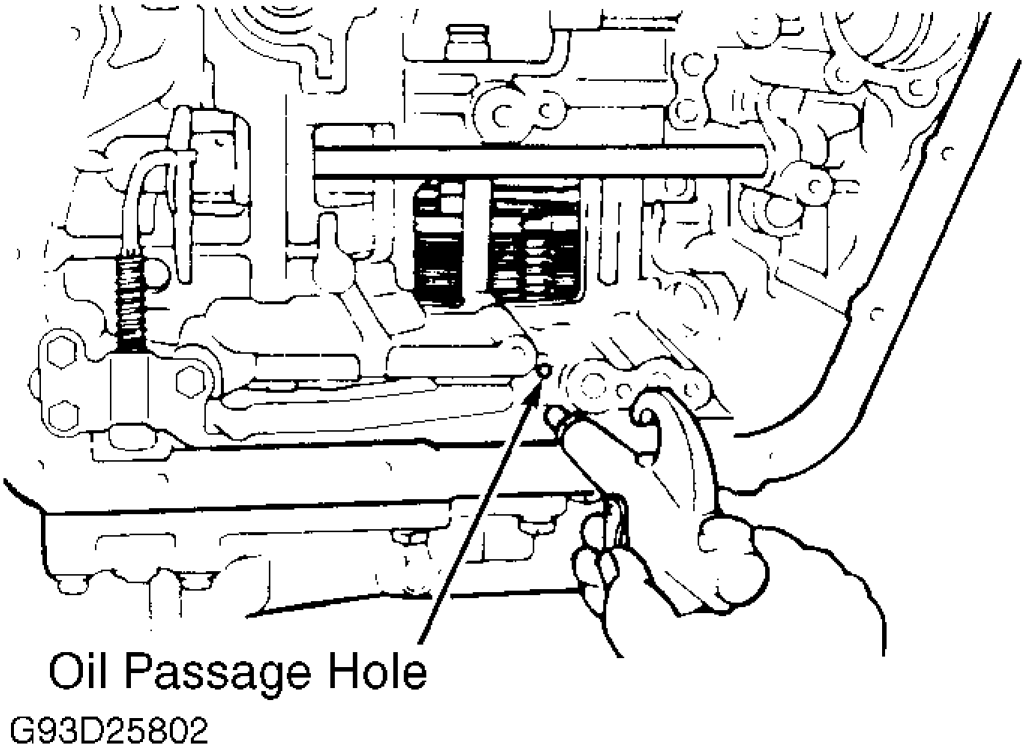

Fig. 15: Checking Operation & Removing 1st & Reverse Brake
14. Remove thrust washer from rear planetary gear. Remove rear planetary ring gear with thrust bearing. Apply air into appropriate passage to check 1st and reverse brake operation. See **Fig. 15** .
compressed air and remove piston. See **Fig. 15** . Remove inner snap ring.